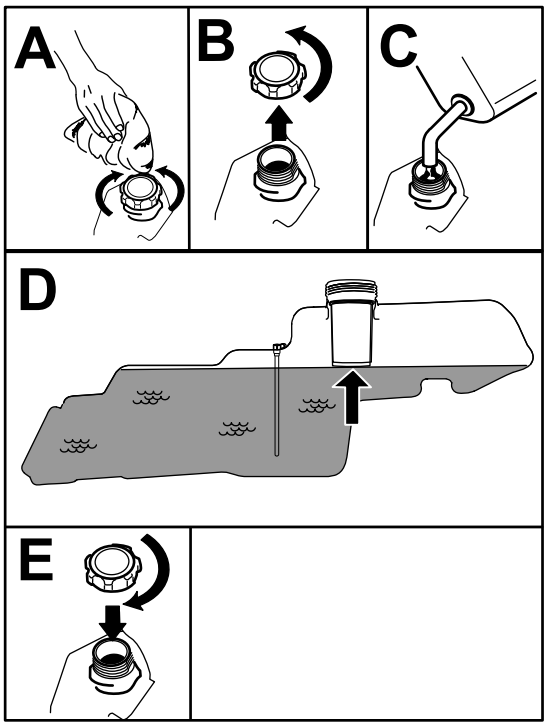

Figuur 7
5. Vul de tank tot aan de onderkant van de vulbuis (Figuur 7). Vul de brandstoftank niet helemaal.